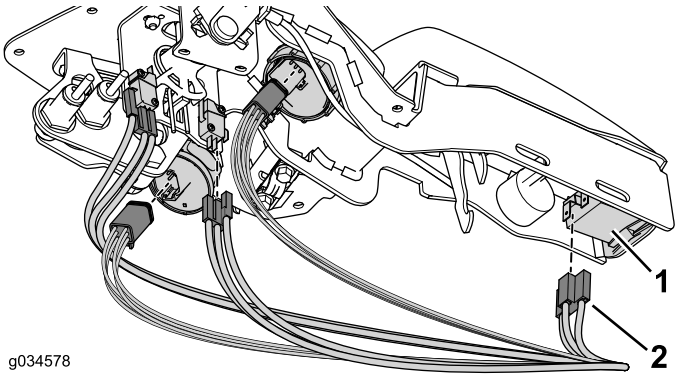

Bild 30
5. Schließen Sie den Kabelbaum an die entsprechenden Anschlüsse an (Bild 30).